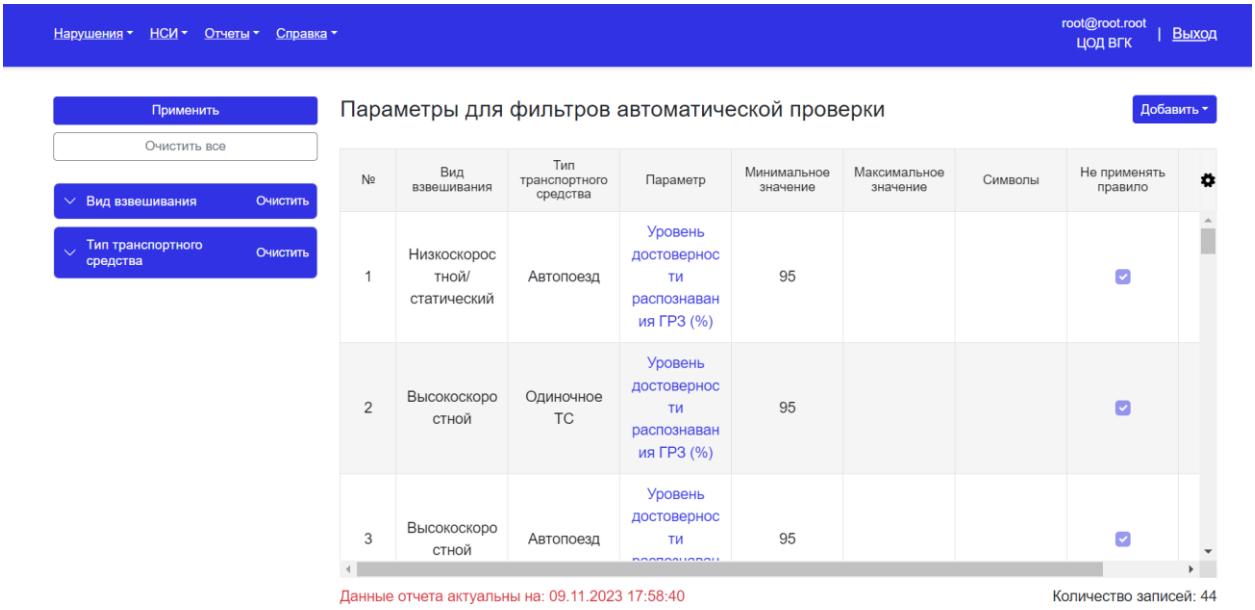

Рисунок 295 - Параметры для фильтров автоматической проверки
3. Система откроет параметры для фильтров автоматической проверки (Рисунок 295);